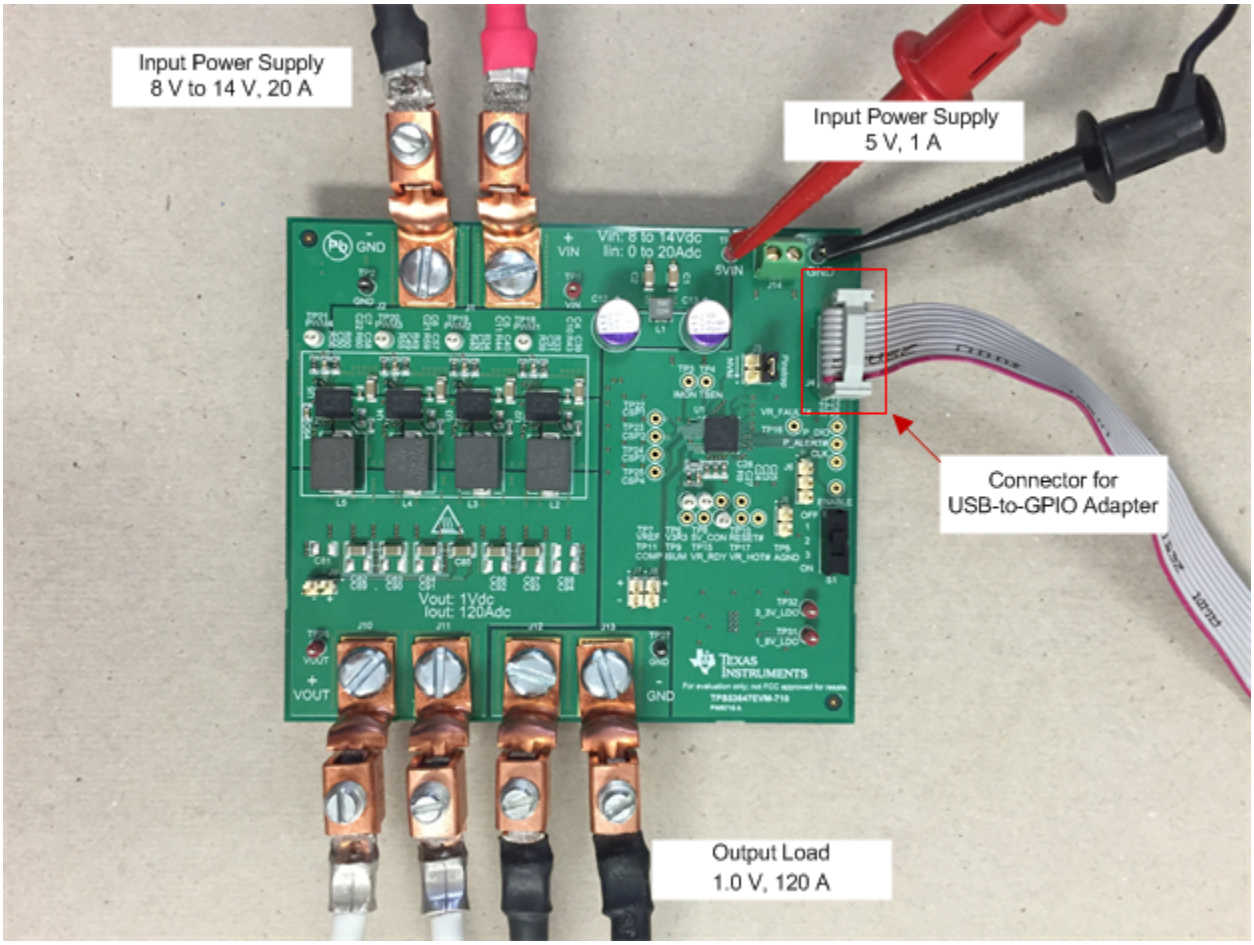
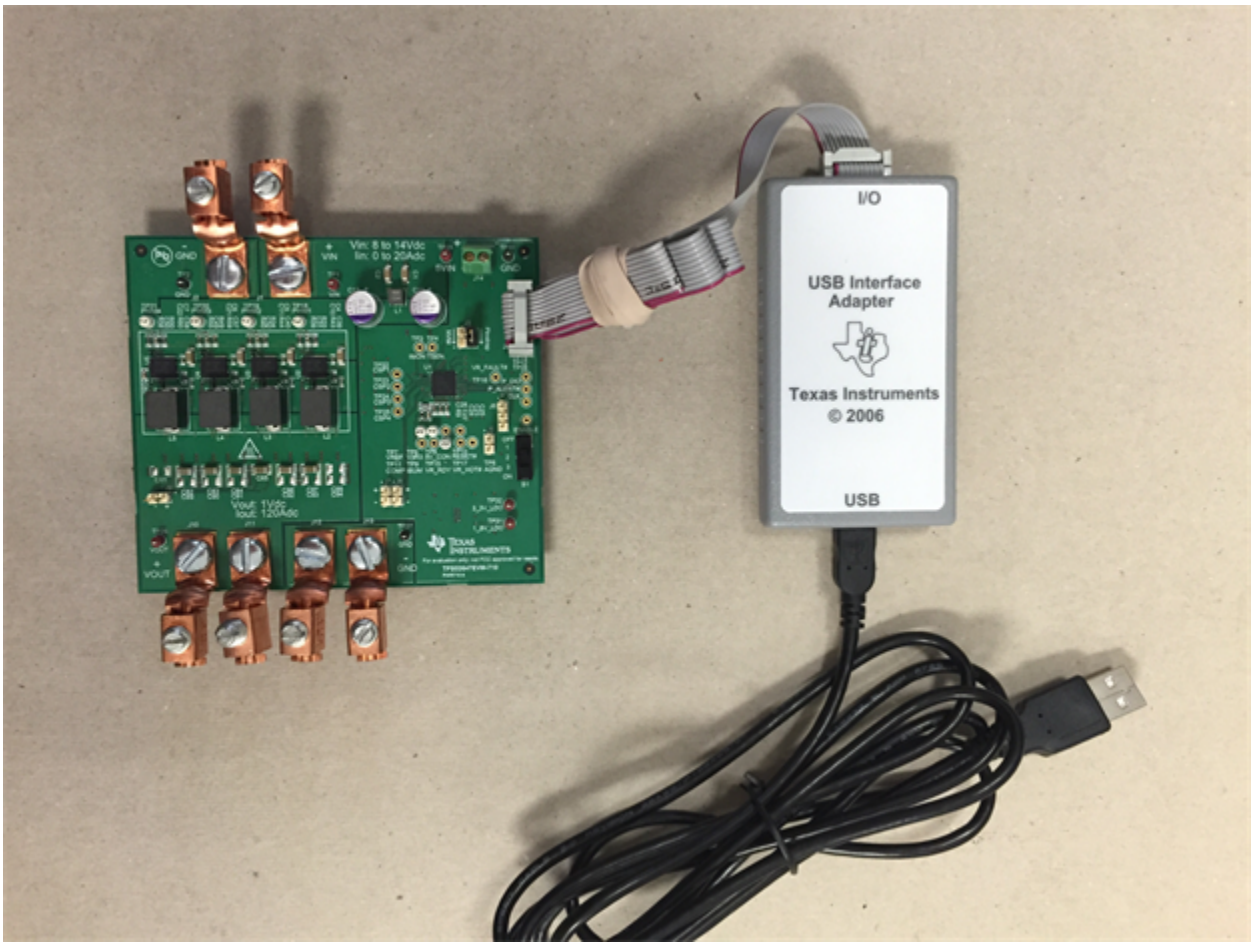

Figure 8. PWR710-EVM Recommended Test Setup
Figure 9. Texas Instruments USB-to-GPIO Adapter and Connections
Fusion Digital Power Designer is the graphic user interface (GUI) used to configure and monitor controller on the EVM. The software uses the PMBus protocol to communicate with the controller over serial bus by way of a TI USB adapter (see Figure 9).
Two DC input voltage sources are needed (VIN and 5VIN). Use an input voltage source VIN between 0 V and 14 V variable DC source capable of supplying 20 Adc. Use another input voltage source 5VIN a 5-V DC source capable of supplying 1Adc. Connect VIN to J1, J2 and connect 5VIN to J14 as shown in Figure 8.
It is recommended to use two separate multimeters as shown in Figure 8. One meter is to measure V_{IN}, the other one is to measure V_{OUT}.
The electronic load is recommended for the test setup as shown in Figure 8. The load should be capable of 120 A.
A communications adapter is required between the EVM and the host computer. This EVM is designed to use the Texas Instruments USB-to-GPIO adapter, see Figure 9. To purchase this adapter visit the TI usb-to-gpio tool page.
Figure 8 shows the recommended test setup, which includes VIN and 5VIN input voltage sources, output load, and USB-to-GPIO adapter.
Figure 9 shows the USB interface adapter and cable.
2. Apply the input power source VIN to the EVM. Refer to Figure 8 and Figure 9 for connections and test setup.
1. Set up EVM as described in Figure 8.